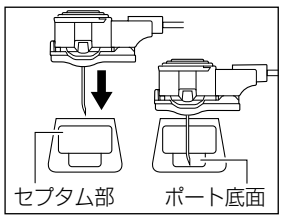

図4
8. 針先が体内植込み型カテーテルのポート底面に当たるまでゆっくり垂直に押し進める。(図4)